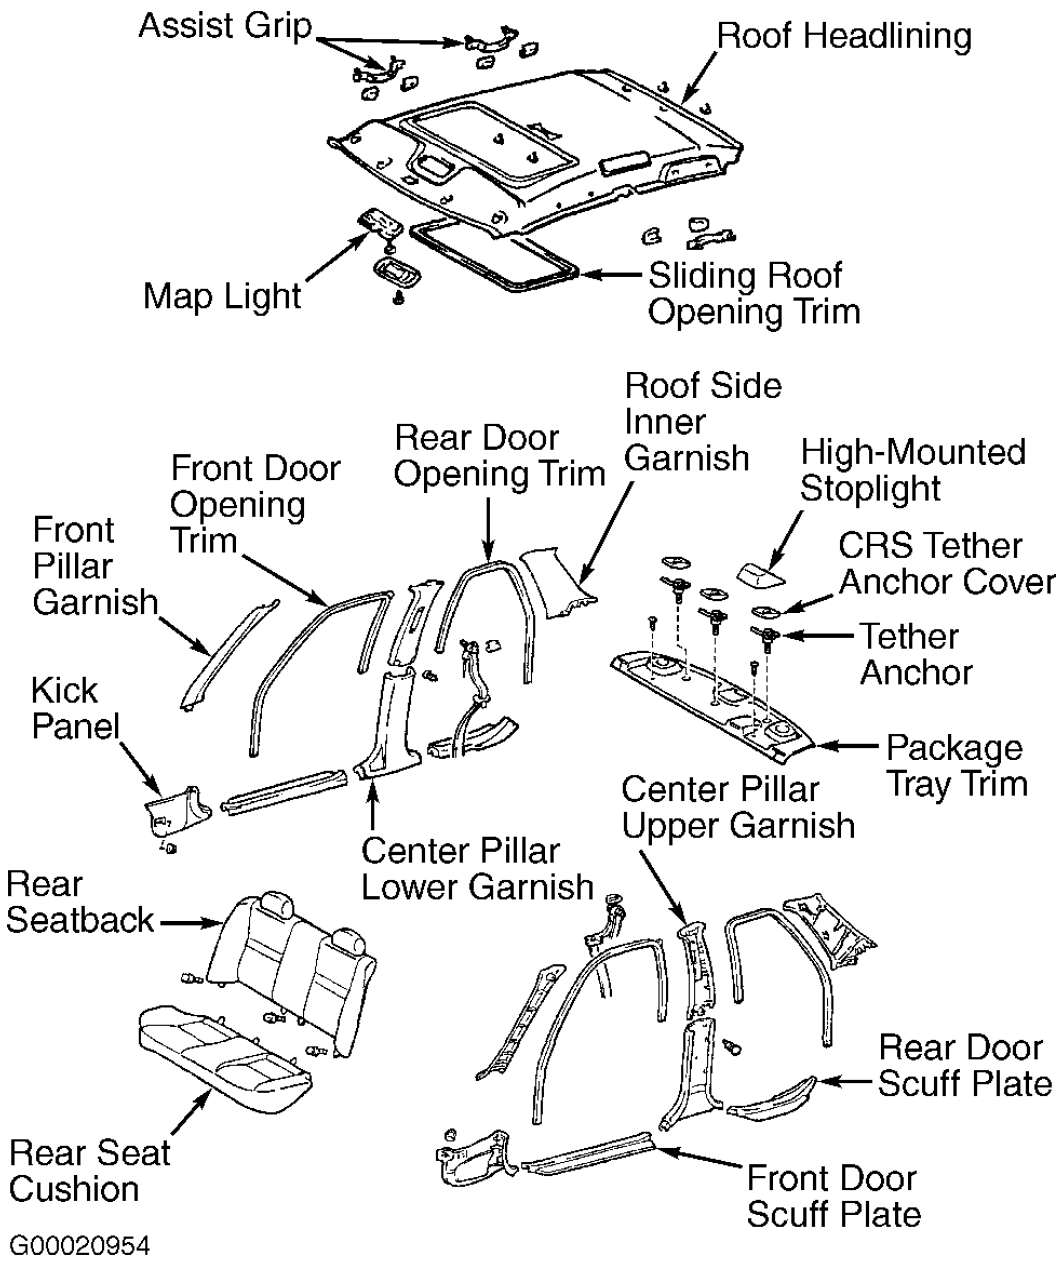

Fig. 50: Removing Headlining (Corolla)
1. Close sun roof. Turn ignition off. Pull rear seat center belt through seat cushion slit. Remove 2 lock hooks. Remove rear seat cushion. Remove 3 bolts and rear seatback. Remove rear view mirror. Remove front door scuff plates. See **Fig. 50** . Remove front kick panels. Remove center lower pillar trim. Remove rear door scuff plates. Remove front door opening trim. Remove rear door opening trim.